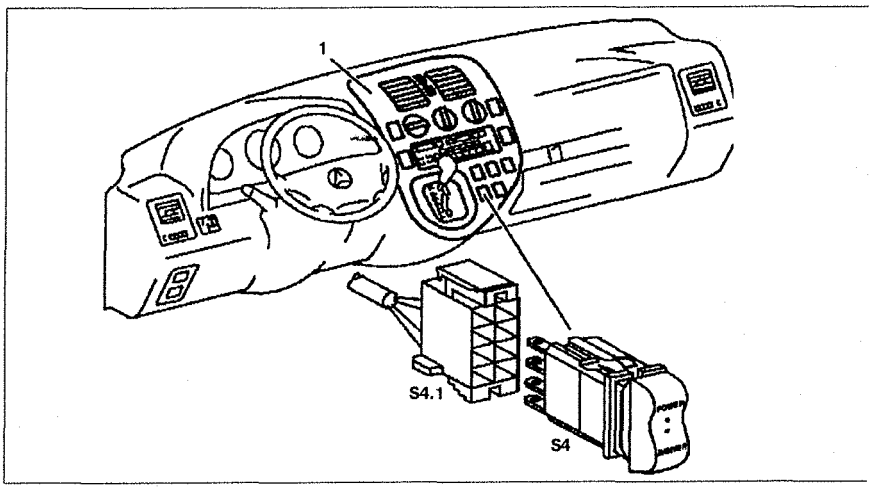

Рис. 6.62. Программный переключатель режимов АКПП: **1.** Центральная панель, **S4.** Программный переключатель режимов АКПП, **S4.1.** Разъем проводки.
2. Снимите центральную панель **1** с панели приборов (см.рис.6.62).